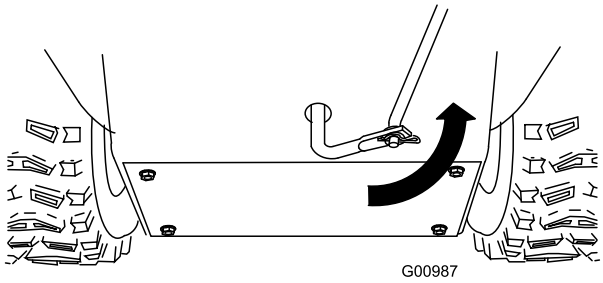

Figur 12
5. Drei den nedre leddarmen mot klokken, helt opp (Figur 12).